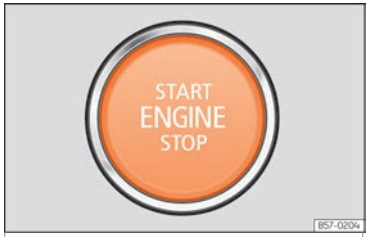

Fig. 133 In the lower part of the centre console: start button.
When entering the vehicle, the start button ››› Fig. 133 flashes to draw attention to it.
- Press the starter button ››› Fig. 133; do not press the accelerator. There needs to be a valid key inside the vehicle for the engine to start. After starting the engine, the lighting of the START ENGINE STOP button changes to steady lighting, indicating that the engine has started.
• *Vehicles with start buttons:* Briefly press the start-up button ››› Fig. 133.